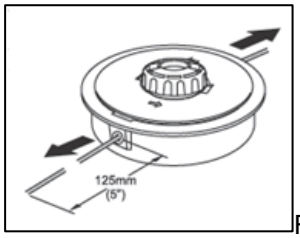

Rys. 27
7. Lekko pociągnij każdą końcówkę żyłki (Rys. 27), tak by odhaczyć ją ze szczelin opisanych w pkt. 5 Obetnij nadmiar żyłki do ok. 125mm (5”) . Zmniejszy to obciążenie silnika podczas startu i rozgrzewania silnika.